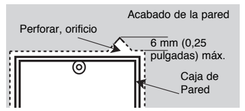

Figura 1: Perfore el acabado de la pared
2. Usar un cuchillo o un serrucho, crea un orificio (~6 mm [0,25 pulgadas]) en el acabado de la pared encima de la esquina superior derecha de la caja de pared (vea Figura 1)